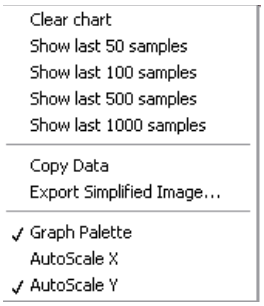

Figure 5.28: Right-click menu on Histogram display
• **For Histogram display** the menu shown on figure 5.28 is available.